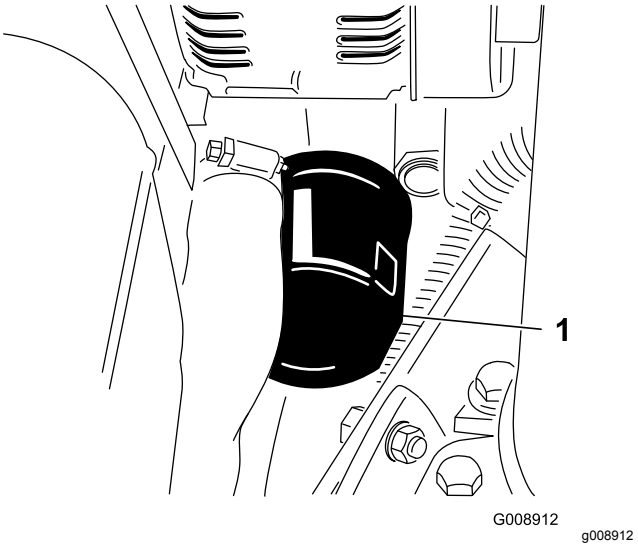

Figuur 36
3. Verwijder het oliefilter (Figuur 36).